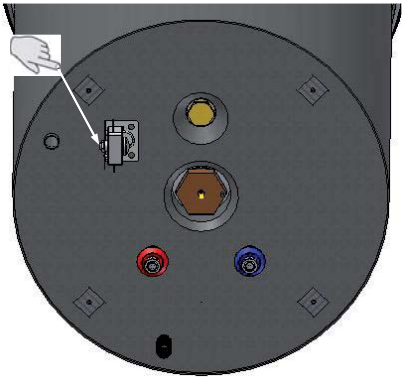

Fig. 2 – reset of the safety thermostat
- Manually reset the tripped safety thermostat (Fig. 2);